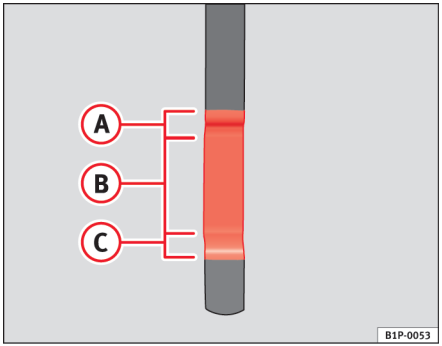

Fig. 139 Oliepind
– Træk derefter oliepinden op igen, og aflæs oliestanden ⇒ fig. 139. Fyld om nødvendigt mere motorolie på.